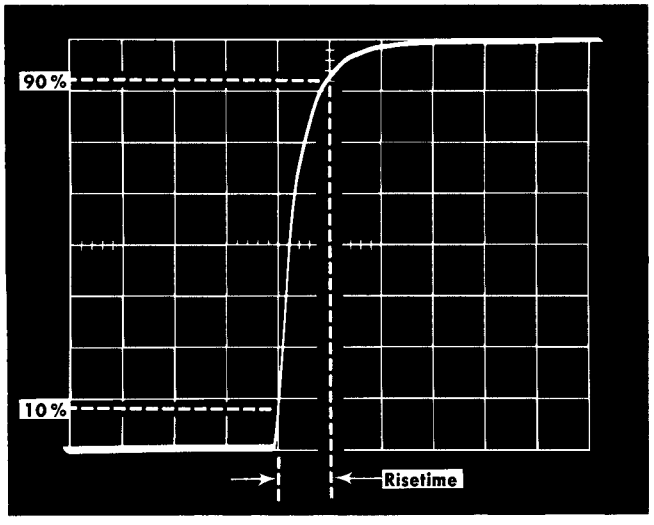

Fig. 6-23. Typical display of risetime for step 17g.
g. Measure the risetime from the 10% to 90% amplitude points. See Fig. 6-23. Maximum risetime, 1.2 μs. (Indicated time/div is divided by 5 when the 5× Mag knob is pulled out.)